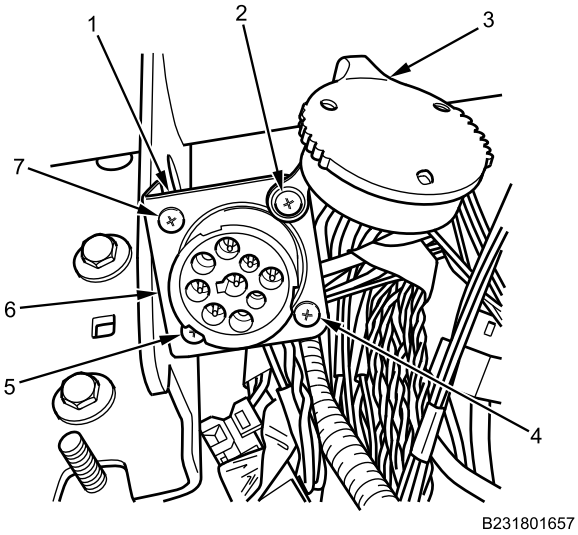

Figure 22. Data Link Connector.
9. Install receptacle data link connector (Figure 22, Item 6) on IP bracket (Figure 22, Item 1).
10. Install cap (Figure 22, Item 3) on receptacle data link connector IP bracket (Figure 22, Item 1) with screw (Figure 22, Item 2) and tighten screw securely.
11. Install remaining screws (Figure 22, Item 4, 5, and 7) on receptacle data link connector IP bracket (Figure 22, Item 1) and tighten screws securely.
12. Connect cap (Figure 22, Item 3) on receptacle data link connector (Figure 22, Item 6).